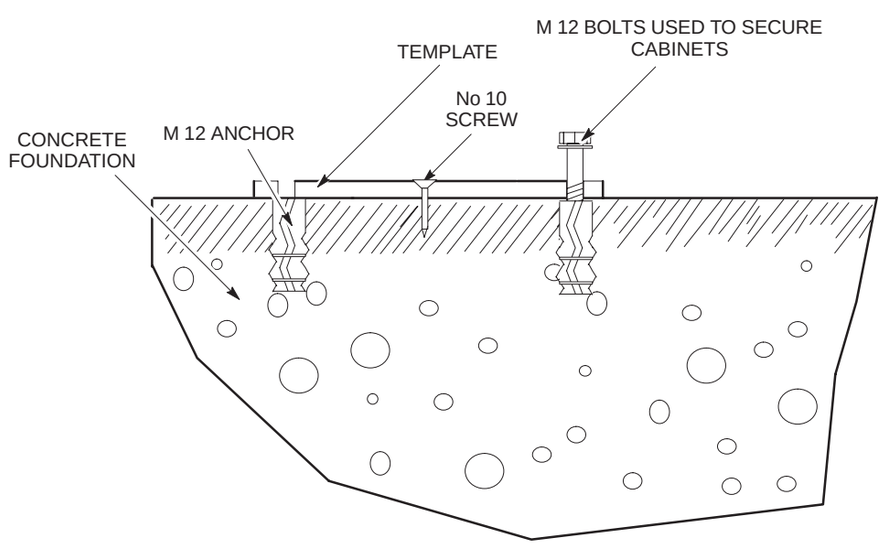

Figure 2-6 Typical Horizon*macro* foundation
The following cross-sectional diagram in Figure 2-6 shows a typical foundation for the Horizon*macro* (bolts and anchors not to scale).
1. Excavate the foundation (refer to Figure 2-6).